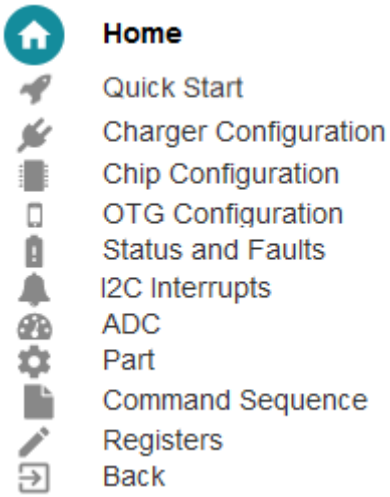

图 5-5. 图标指南
1. 在 TI Charger GUI 主页中，选择您正在使用的充电器。在左下方，用户能看到 *Hardware Connected*。图 5-5 是左侧面板上图标含义的简要说明：